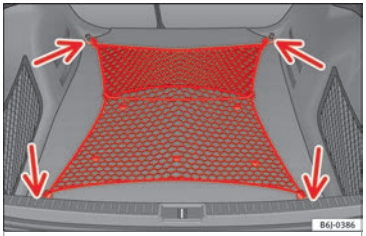

Fig. 119 Stretched luggage net.
– Secure the luggage net to the four fastening rings ››› **Fig. 119** (arrows).